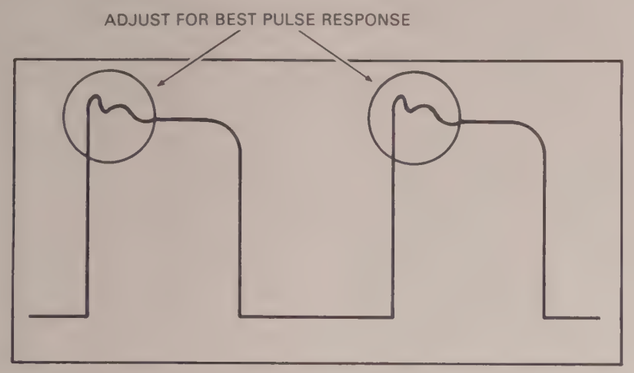

Figure 5-11. Y-amplifier Pulse Response Adjustment
e. Set LF ADJ No. 1 (A4R24) and LF ADJ No. 2 (A4C17) for flattest pulse response as indicated in figure 5-11.